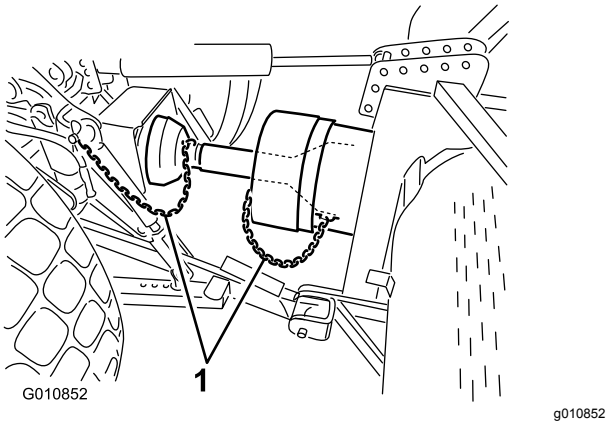

**Figur 25**
6. Anslut skyddssäkerhetskedjorna till kraftuttagsskyddet och traktorfästet (Figur 25). Kontrollera att kedjorna inte spänns när du höjer och sänker luftaren.